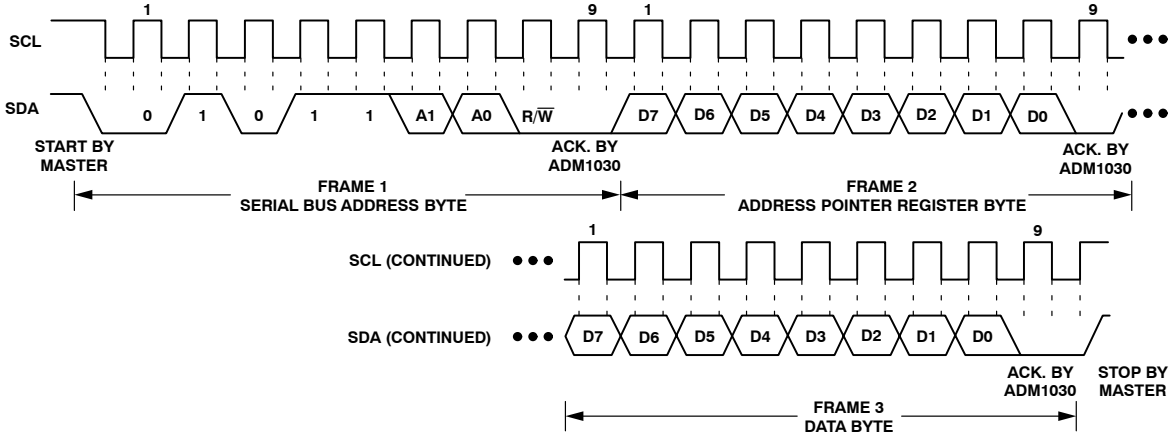

Figure 15. Writing a Register Address to the Address Pointer Register, then Writing Data to the Selected Register
This is illustrated in Figure 15. The device address is sent over the bus followed by R/$\overline{W}$ set to 0. This is followed by two data bytes. The first data byte is the address of the internal data register to be written to, which is stored in the Address Pointer Register. The second data byte is the data to be written to the internal data register.
2. In Figures 15 to 17, the serial bus address is shown as the default value 01011(A1)(A0), where A1 and A0 are set by the three-state ADD pin.